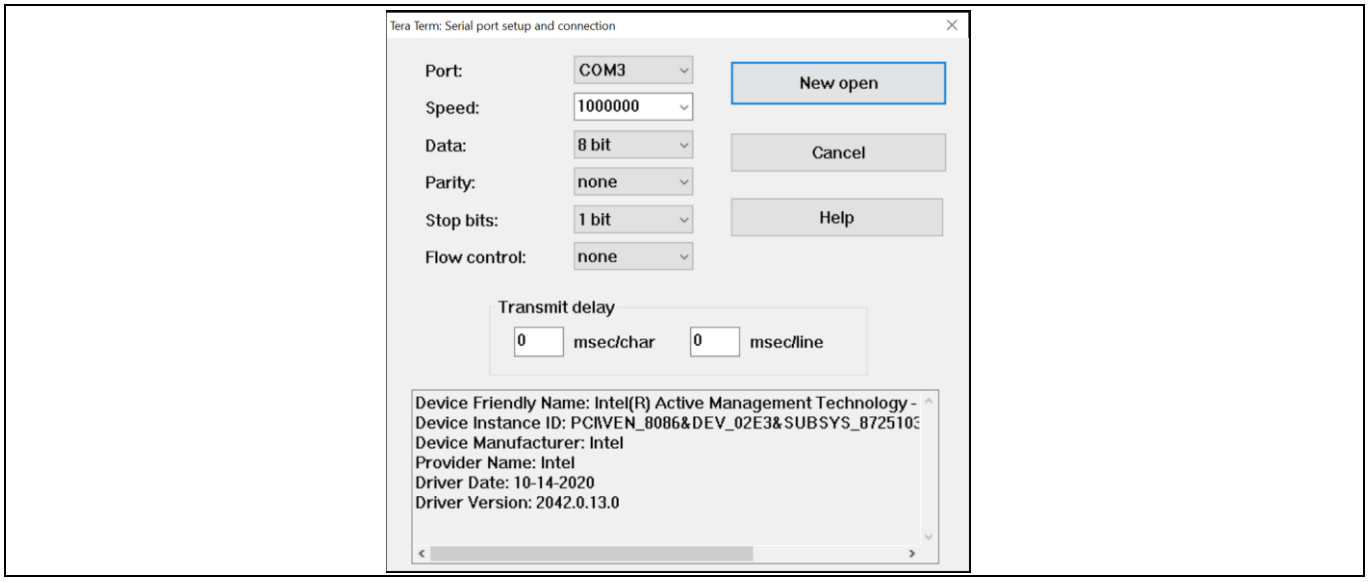

Figure 20 Tera Term settings
b) Set the baud rate to 1000000. Set the remaining settings as default, as shown in **Figure 20**.